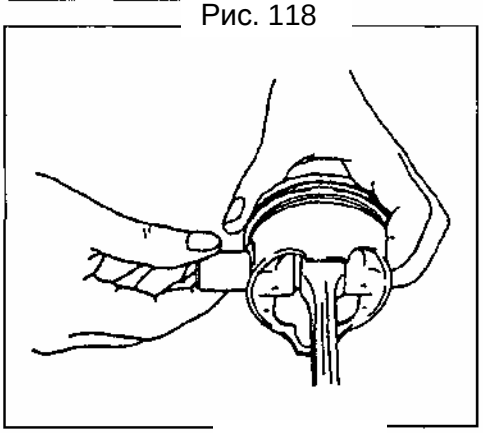

Рис. 119
2) Снимите палец поршня с шатуна (Рис. 119).